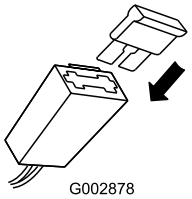

Figur 8
2. Sæt sikringen (fra posen med løse dele) i sikringsholderen (Figur 8).